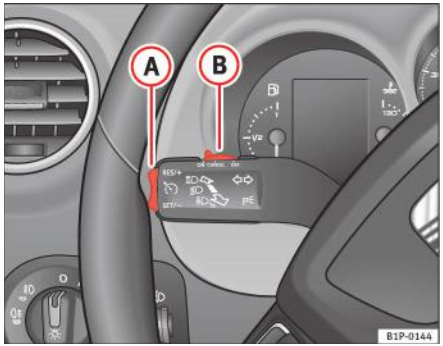

Fig. 133 Maneta pentru semnalizarea direcției şi faza lungă: comutatorul şi comutatorul basculant pentru tempomat
- când maneta (B) este deplasată în poziția “CANCEL” (anulare) fără a fi atinsă poziția “OFF” (dezactivat). După încheierea operației “CANCEL” (anulare), maneta este eliberată şi revine în poziția inițială.
Pentru reactivarea tempomatului, eliberați pedala de frână sau de ambreiaj sau reduceți viteza automobilului sub 180 km/h şi apăsați o dată partea superioară a butonului basculant **RES/+** ⇒ pagina 189, fig. 133 (A).